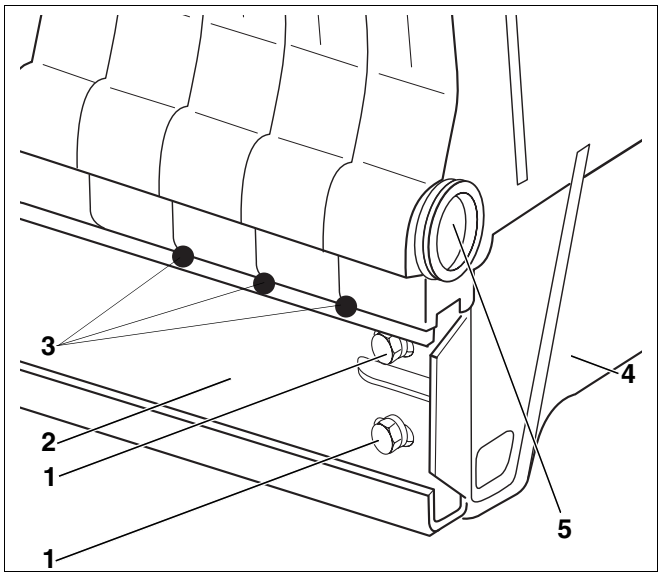

Afb. 20 Ketelblok afdichten
- Plaats de schoen voor de voet van het element zoals in afb. 13, pagina 19 op het eindelement (afb. 20, **pos. 4**).
- Bevestig de bodemrails (afb. 20, **pos. 2**) aan het eindelement (afb. 20, **pos. 4**) met twee zeskantbouten M8 × 30 (afb. 20, **pos. 1**) en moeren.
- Nadat de bodemrails aan het eindelement werden bevestigd (afb. 20, **pos. 4**) mag het persgereedschap losgemaakt en verwijderd worden.
- Breng de spuitkit zorgvuldig aan, zoals aangegeven in afb. 20, **pos. 3**.
- Dicht de stop met de aftapopening (aansluitstop 1¾" × ¾") in de voorste onderste ketelnaaf (afb. 20, **pos. 5**, pagina 24) met een vlakke dichting af. Ter plaatse kan er een aftapkraan geïnstalleerd worden.